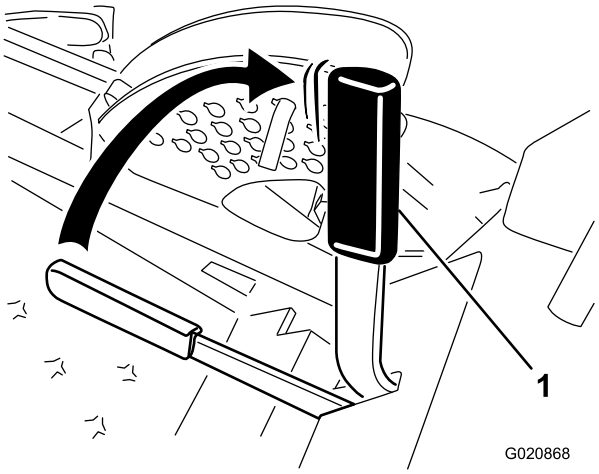

Figur 13
2. För parkeringsbromsspaken bakåt och uppåt för att dra åt parkeringsbromsen (Figur 13).